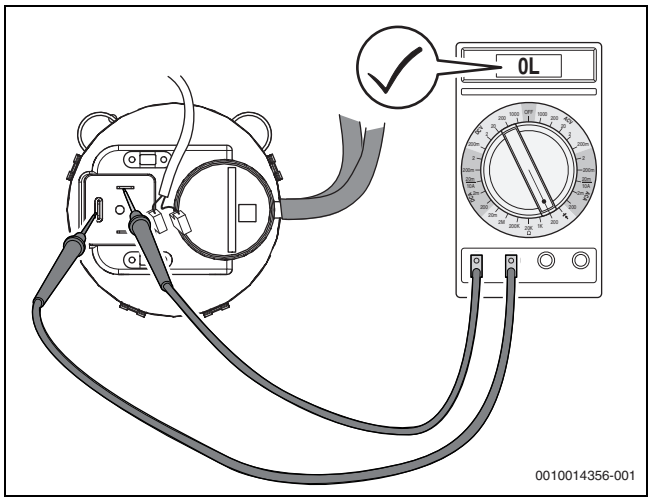

Bild 58 Differenzdruckwächter auf Durchgang prüfen (Differenzdruckwächter in Ordnung)
- Elektrische Anschlussleitungen am Differenzdruckwächter abziehen und Widerstand an den Kontakten messen (→Bild 58).